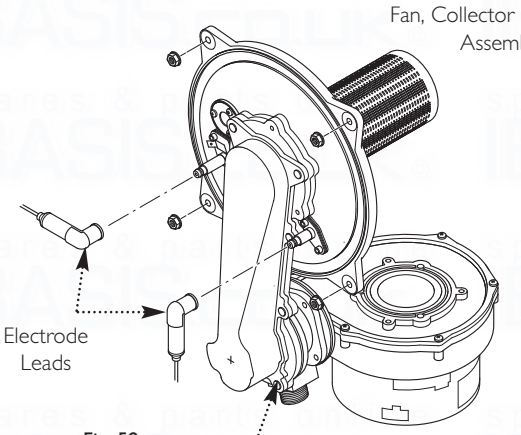

Fig. 59
9. Carefully draw the fan, collector, air pressure switch and cover assembly forward, being careful to retain the injector in the venturi (Figs. 59 & 60).